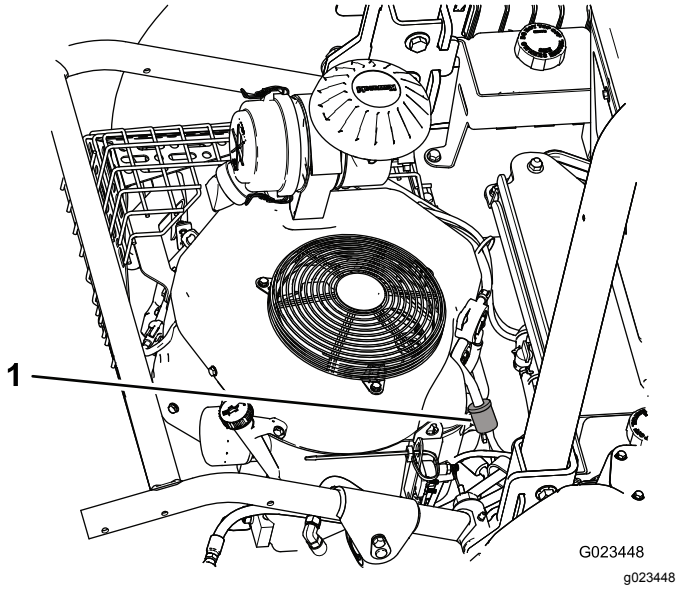
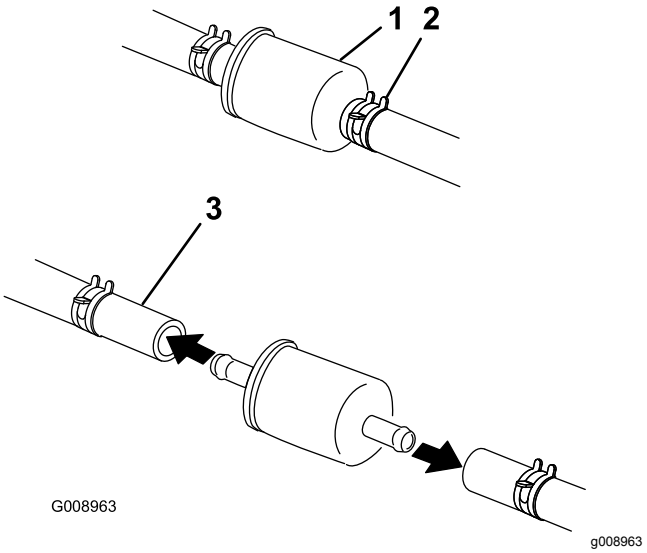

**Рисунок 47**
**Рисунок 48**
2. Ослабьте шланговый хомут на стороне фильтра, обращенной к карбюратору, и отсоедините топливный трубопровод от фильтра (Рисунок 47 и Рисунок 48).